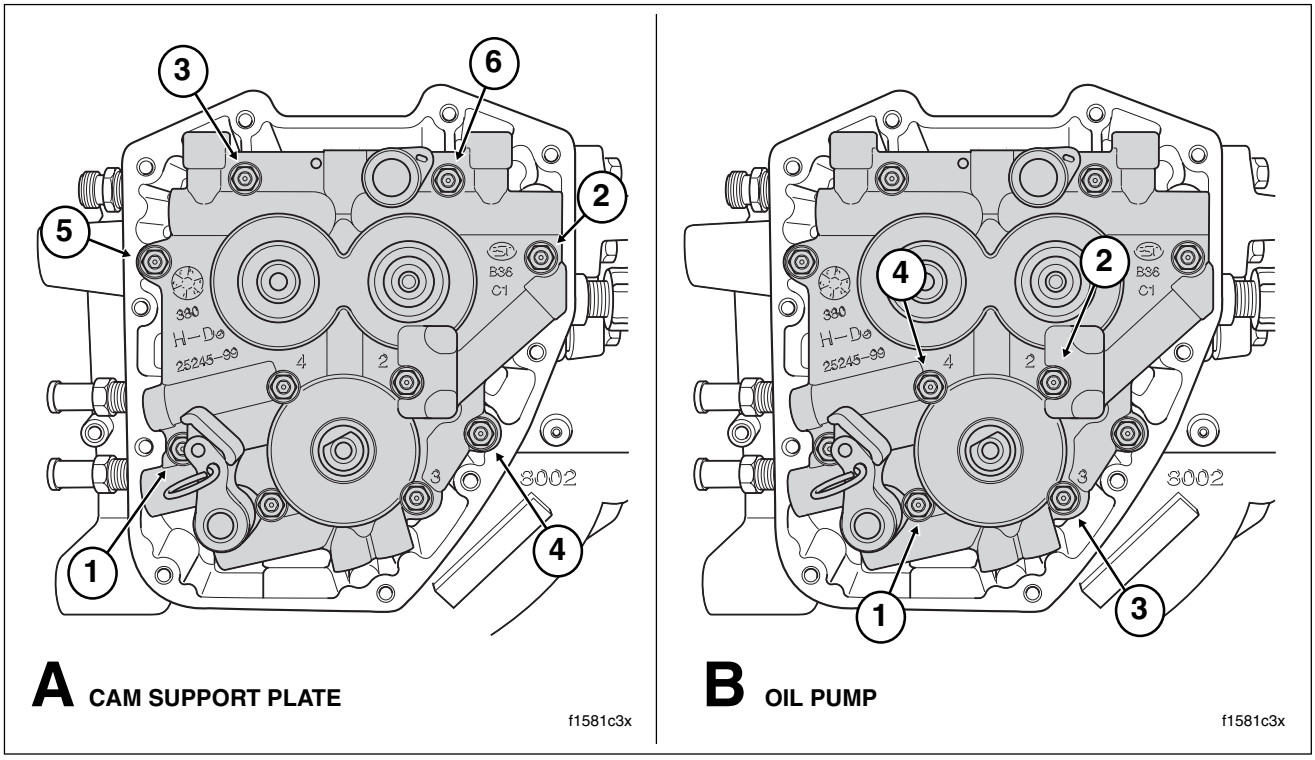

Figure 3-50. Cam Support Plate/Oil Pump Torque Sequence
11. Release the cam support plate from the oil pump flange. Alternately loosen and then remove the four allen head socket screws following the pattern shown in B of Figure 3-50.
12. Release the cam support plate from the crankcase flange. Alternately loosen and then remove the six allen head socket screws following the pattern shown in A of Figure 3-50.
17. Install the six allen head socket screws (1/4 x 1 inch) to secure the cam support plate to the crankcase flange. Tighten screws to 90-120 **in-lbs** (10.2-13.6 Nm) in the pattern shown in A of Figure 3-50.
a. Start two allen head socket screws (1/4 x 1 inch) into holes 3 and 4. See B of Figure 3-50.
g. Final tighten all four screws to 90-120 **in-lbs** (10.2-13.6 Nm). Use the pattern shown in B of Figure 3-50. Numbers cast adjacent to the bolt holes also indicate the oil pump torque sequence.
If only realigning the oil pump, first loosen all screws following the pattern shown in B of Figure 3-50. Remove screws from holes 1 and 2 and then follow the alignment procedure starting at step 18(b).